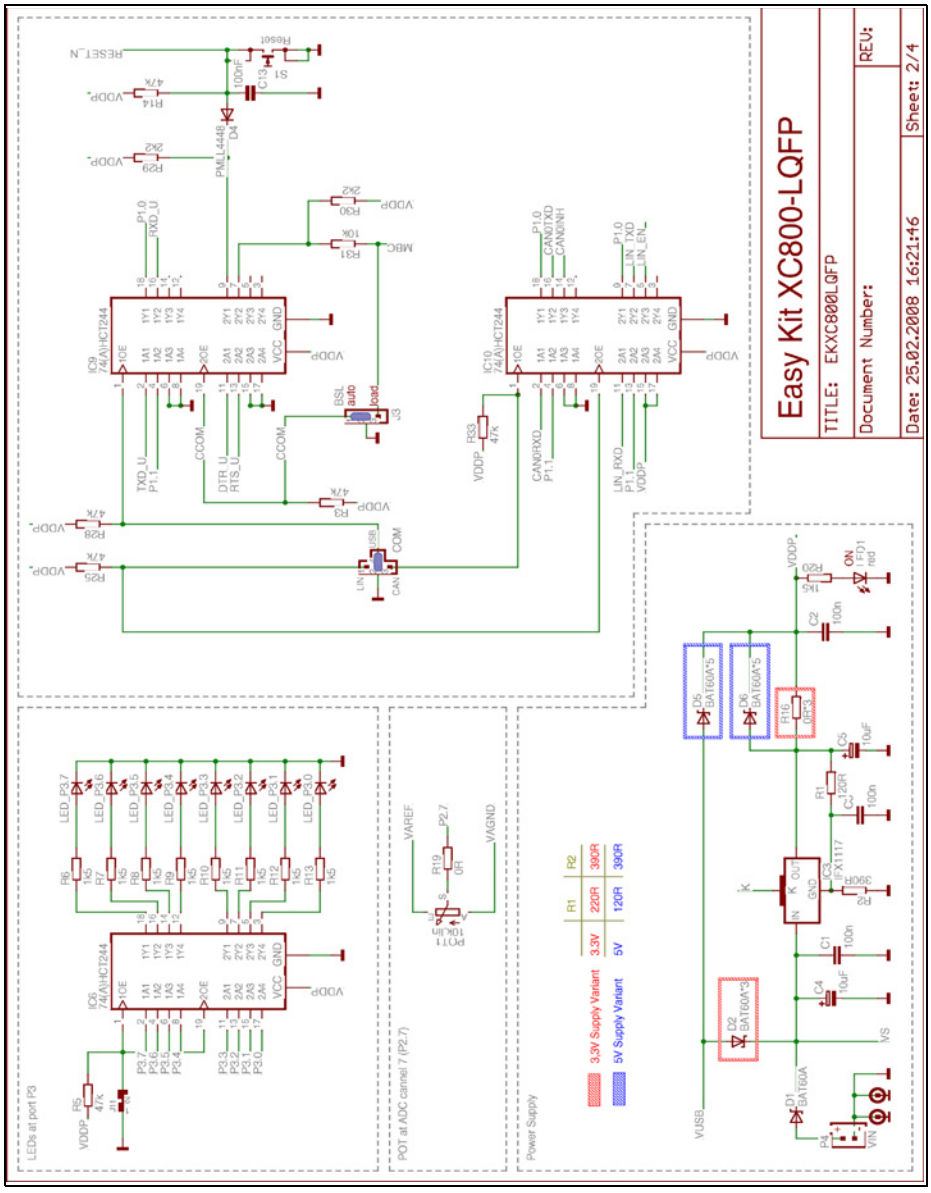

Figure 10-2 Schematic of LQFP-Board and LQFP-Board (Page 2/4)
- By default, the input power supply to XC878CM on the board is 5Vdc. However, XC878CM can operate in 3.3Vdc or 5Vdc power supply. So, by changing the value of R1, R2, assembled and removed some components as indicated in **Figure 10-2**, the voltage input to XC878CM will be changed to 3.3Vdc via the input of USB / external 12V DC power supply to the board.